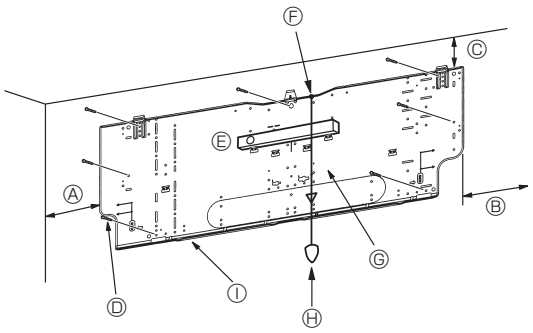

Fig. 3-4
3.2.3. Instalação da placa de montagem na parede (Fig. 3-4)